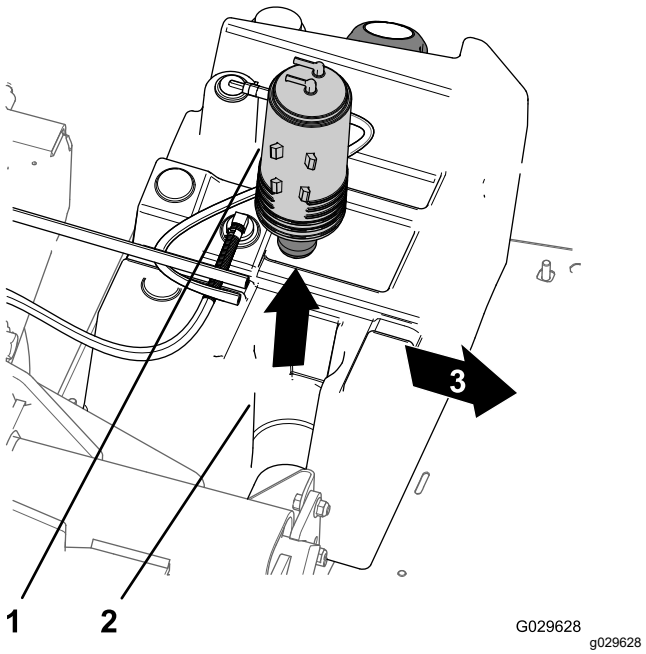

Figur 45
3. Løft kulfilterbeholderen af kulfilterbeholderens montering i brændstoftanken (Figur 45).
7. Sæt den nye kulfilterbeholder ind i kulfilterbeholderens montering på brændstoftanken med tømningsfittings og brændstoftankens fittings justeret bagud (Figur 45).